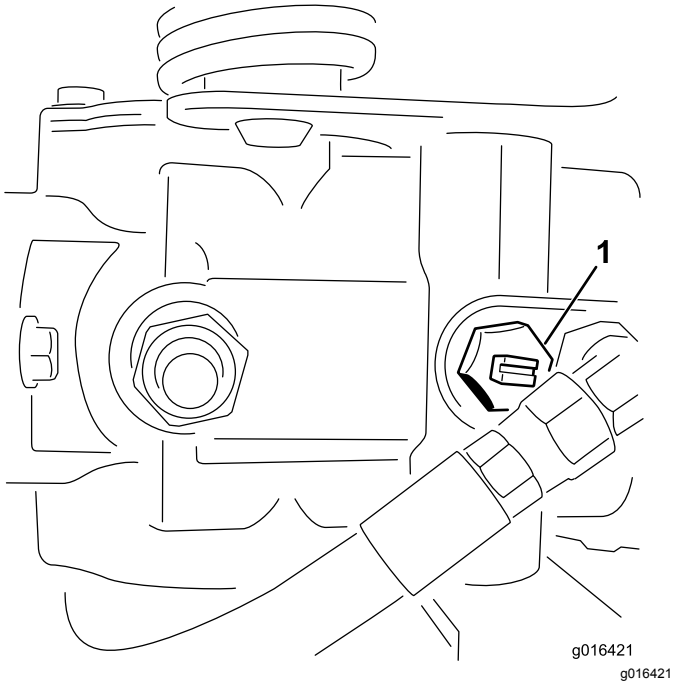

Figur 33
1. Lokalisera överströmningsventilen på pumpen och vrid den så att skåran är lodrät (Figur 33).
2. Stäng överströmningsventilen genom att vrida den så att skåran är vågrät (Figur 33) innan du startar motorn.